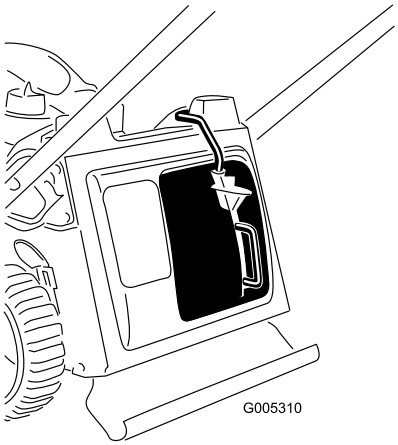

Figur 9
3. Slipp opp knappen på spaken og sikrer at toppen av spaken ligger helt nedi bryterkanalen (Figur 9). **Hvis toppen av bryteren ikke er i bryterkanalen, vil gressklipperen ikke starte!**